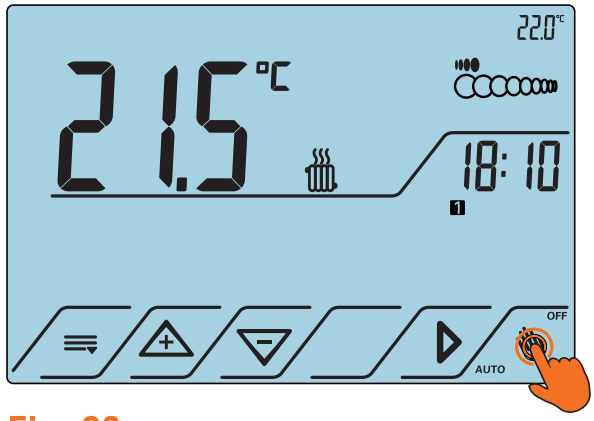

Fig. 28
2. Tenere premuto per almeno 4 secondi il tasto AUTO OFF per spegnere il cronotermostato (Fig.28).